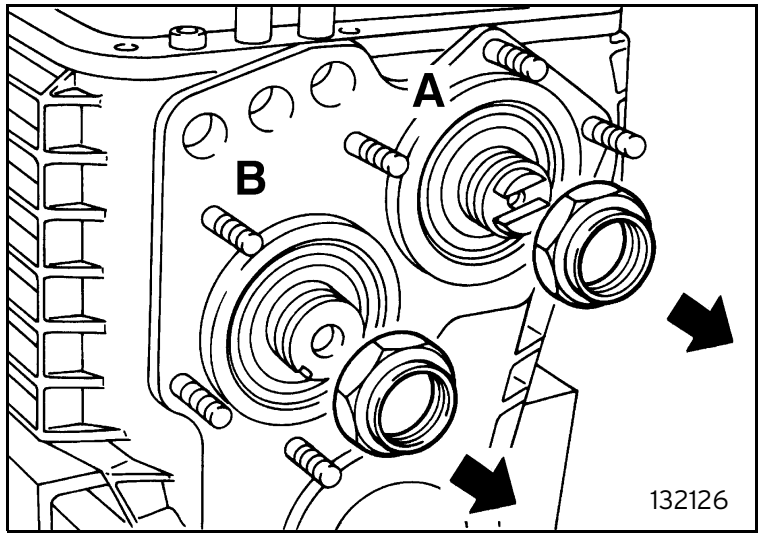

Fig. 26
- remove the caulking that prevents unscrewing, then unscrew the nut locking the main shaft on oil pump side (A) and the nut locking the countershaft (B) oil pump side (figure 26);